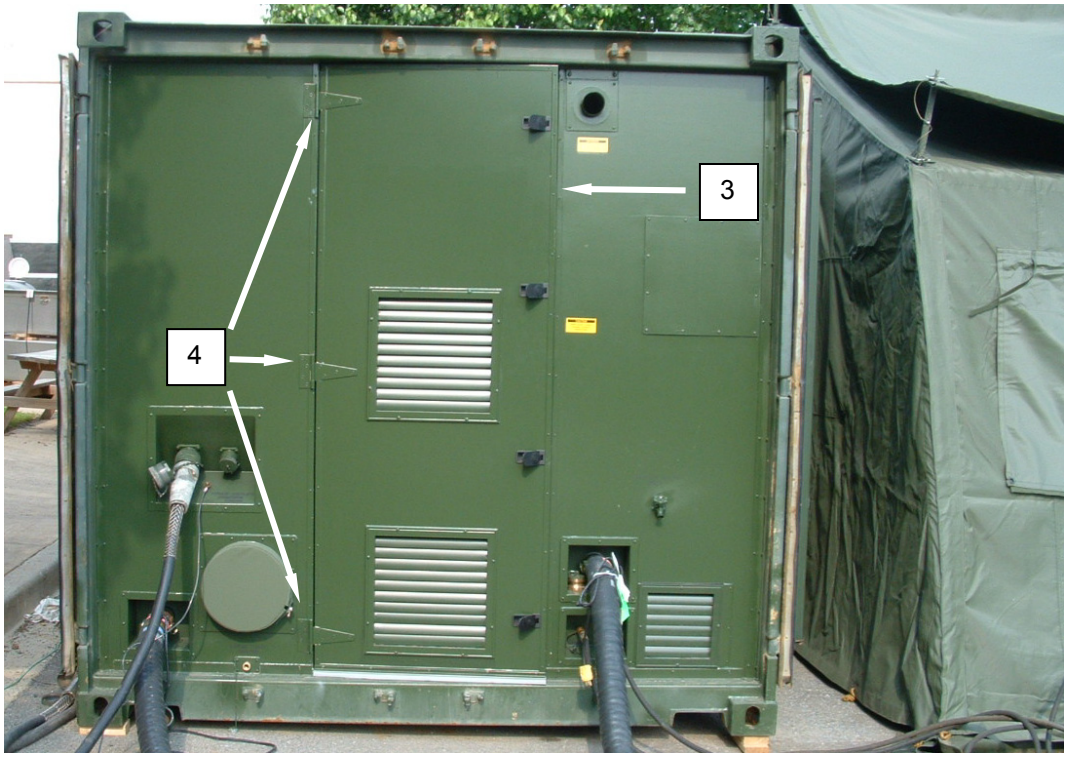

Figure 3. Replace a Personnel Door.
1. Remove screws retaining door **(Figure 3, Item 3)** to door hinge **(Figure 3, Item 4)** and remove door.
2. Remove screws retaining hinges **(Figure 3, Item4)** and remove hinges.
3. Install replacement hinges **(Figure 3, Item 4)** and retain with screws.
4. Install door **(Figure 3, Item 3)** and retain to door hinge **(Figure 3, Item 4)** with screws.